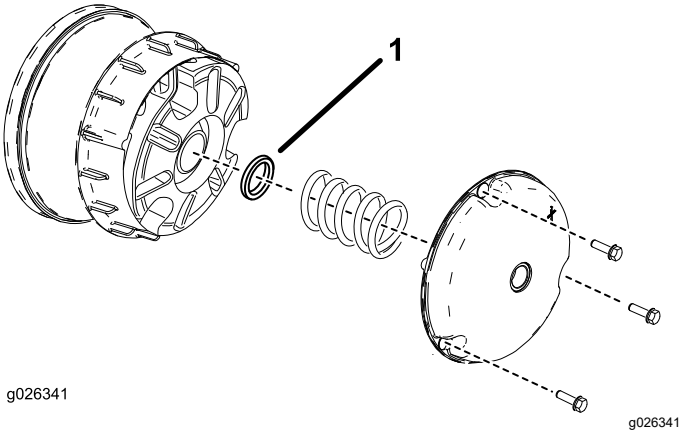

Figura 65
2. Retire los pernos que sujetan la tapa del embrague primario, según se muestra en Figura 65.